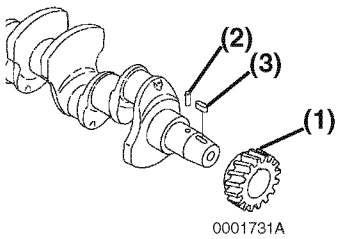

Figure 6-110
8. If necessary, remove the crankshaft gear **(Figure 6-110, (1)),** parallel pin **(Figure 6-110, (2))** and key **(Figure 6-110, (3)).** If using a gear puller, be careful not to damage the threads in the end of the crankshaft.